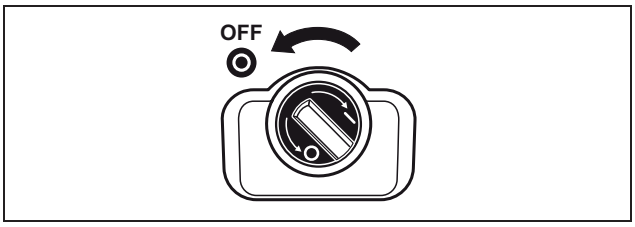

Abbildung 82: *DC-Lasttrennschalter OFF*
- Drehen Sie den DC-Lasttrennschalter auf OFF (Abbildung 82) bzw. schalten Sie über die externe DC-Trennstelle den Solargenerator ab.